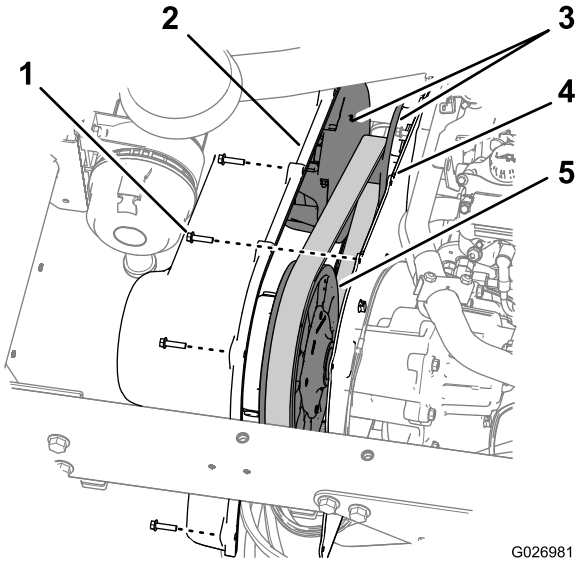

Figur 74
1. Fjern de ni sekskantede bolte (1/4 x 1 tomme), der fastgør transmissionsdækslet til monteringspladen på transmissionen (Figur 74).
5. Ret hullerne i transmissionsdækslet ind efter hullerne i monteringspladen (Figur 74).
6. Fastgør dækslet til monteringspladen (Figur 74) med de ni sekskantede bolte (1/4 x 1 tomme), som du fjernede i trin 1, og tilspænd boltene til 10,2-12,4 N·m.